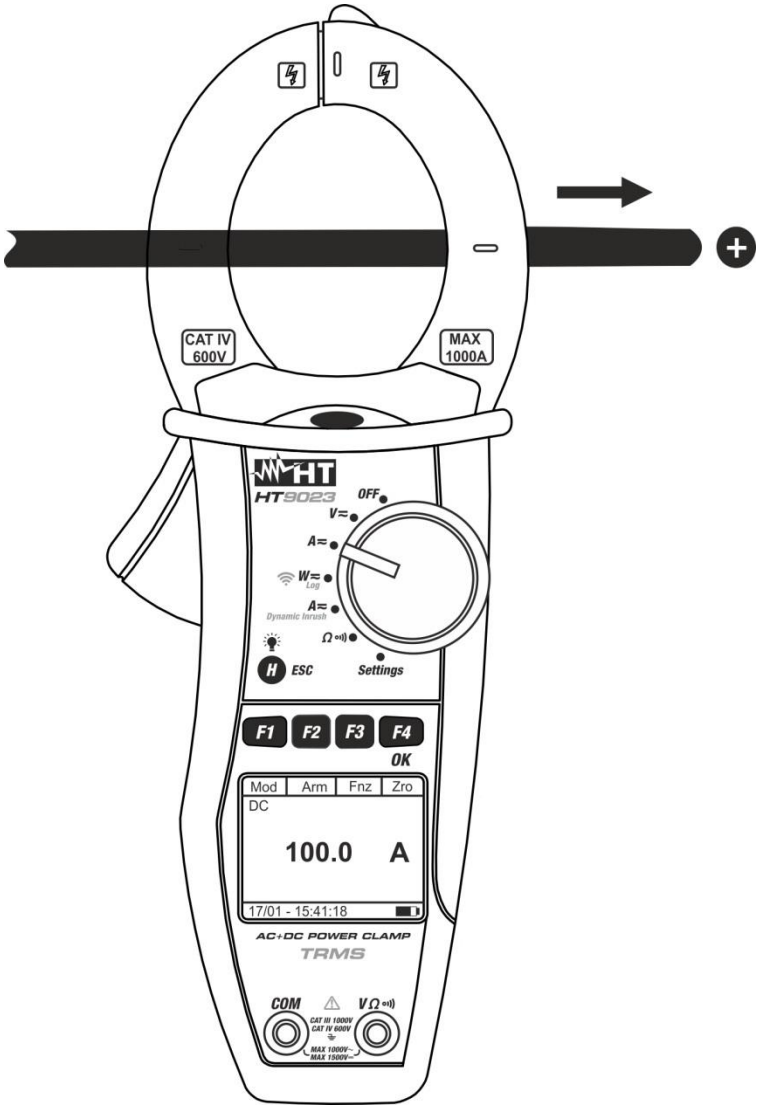

Fig. 9: Medição de correntes CC
5. Inserir o cabo no interior do toróide, no centro do mesmo, para obter medições precisas (ver Fig. 9). Utilizar as marcas existentes como referência (ver Fig. 2)